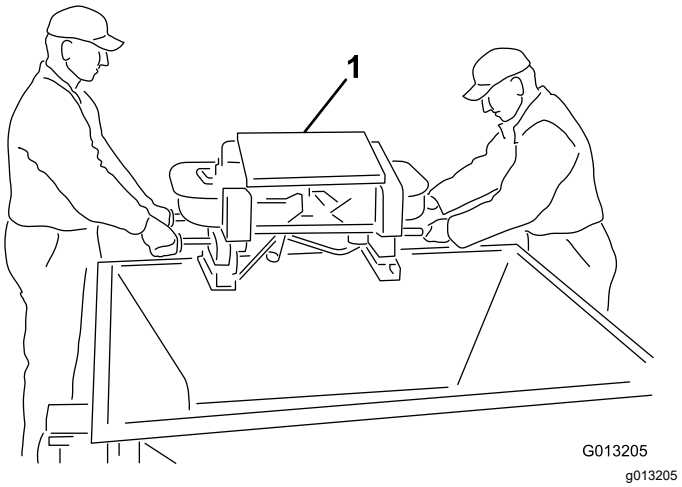

**Figuur 5**
4. Til de dubbele spinner uit de hopper met behulp van de buitenste handgrepen, en zet de dubbele spinner op de grond (Figuur 5).